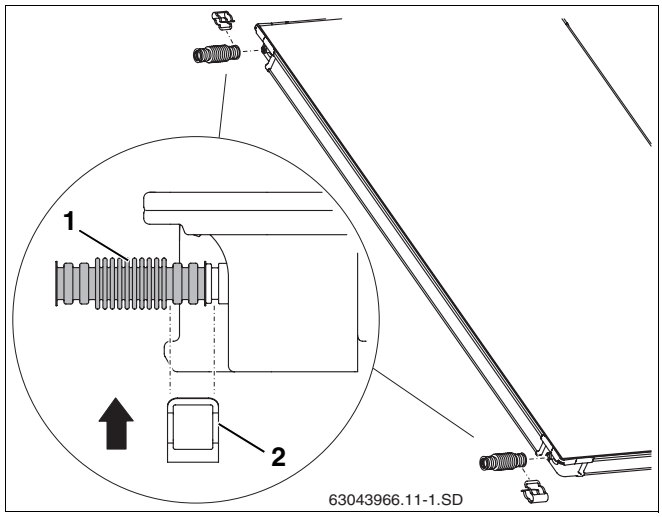

Abb. 25 Wellrohrverbinder am ersten Kollektor montieren
- Wellrohrverbinder (Abb. 25, **Pos. 1**) auf die linken Anschlüsse des ersten Kollektors schieben.
- Klammer (Abb. 25, **Pos. 2**) zur Sicherung des Anschlusses über Wellrohrverbinder und Kollektoranschluss schieben.